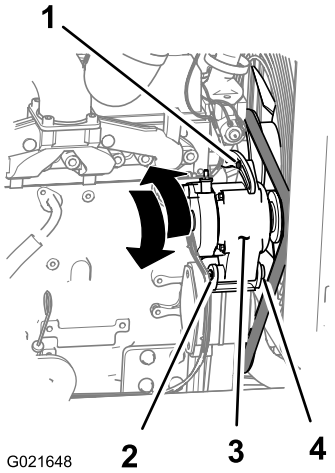

Rysunek 115
3. Poluzuj nakrętkę i śrubę na punkcie obrotu alternatora (patrz Rysunek 115).
4. Poluzować śrubę regulacyjną na alternatorze (patrz Rysunek 115).
5. Odsunąć alternator od silnika, aby zwiększyć naprężenie paska. Następnie przesunąć pasek do silnika, aby zmniejszyć jego naprężenie (patrz Rysunek 115).
6. Dokręcić śrubę regulacyjną alternatora (Rysunek 115).
8. Jeśli naprężenie paska jest prawidłowe, dokręcić nakrętkę i śrubę przy osi obrotu alternatora (patrz Rysunek 115). W przeciwnym razie powtórzyć kroki od 4 do 7.